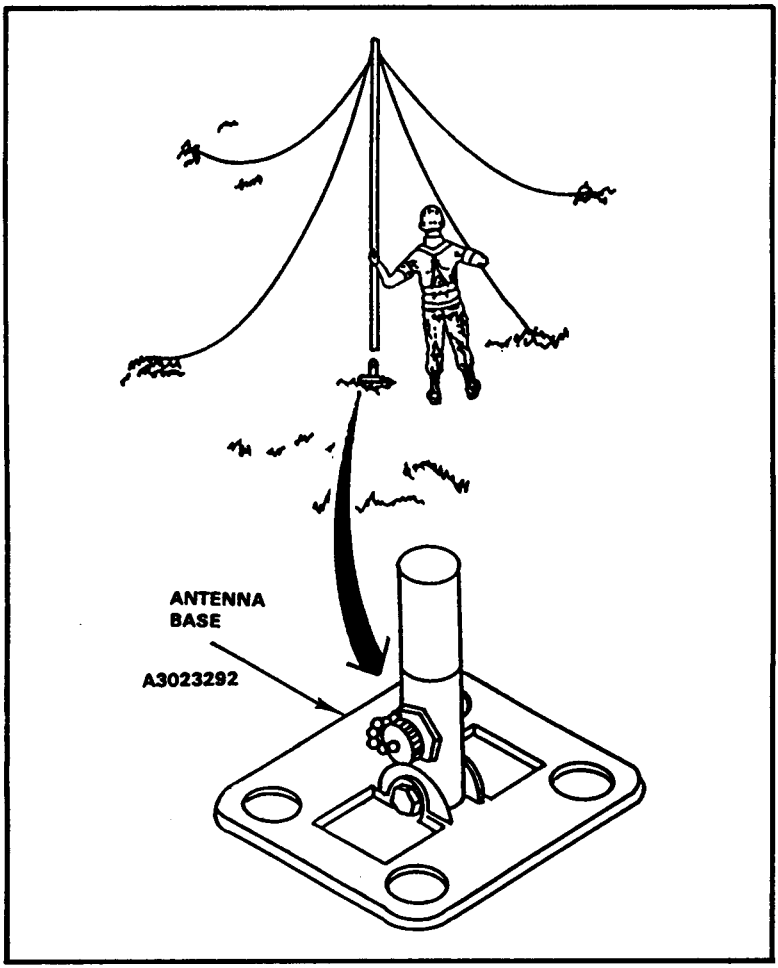

Figure 3-19. AS-2259/GR antenna top mast assembly installation.
a. Open antenna pack. Remove antenna base (Figure 3-19) and place it on the ground.
b. Remove top mast assembly (Figure 3-19) and install it on the antenna base.